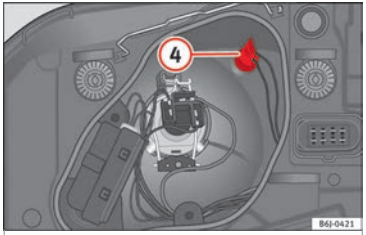

Fig. 178 Side lights.
– Remove the bulb holder ④ ››› Fig. 178 outwards.